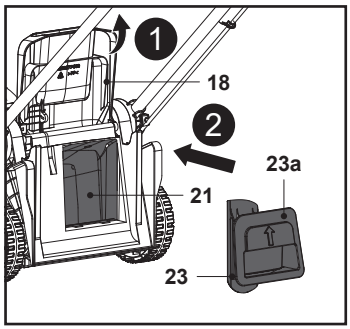

**Fig. 14**
7. Abra el protector del deflector trasero (18), mantenga el asa integrada (23a) en posición e introduzca el accesorio triturador (23) en el canal de descarga trasero (21) hasta el final (Fig. 14).